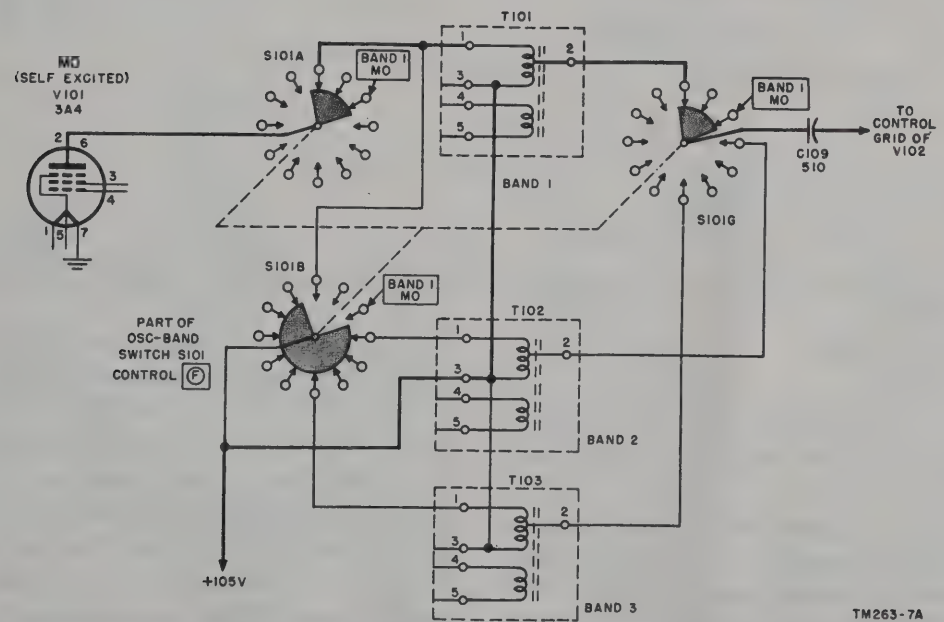

Figure 71. Mo (self-excited), switch sections S101A, S101B, and S101G, simplified schematic diagram.
(1) *Switch section S101A* (fig. 71). Section A of S101 determines which of the three plate circuit coils is to be used. Section A connects the plate of V101 to coil terminals 1 and 3 of transformer T101 (BAND 1) as shown by the weighted line in the figure.
(2) *Switch section S101B* (fig. 71). Section B of S101 shorts out the other unused plate coils so as to prevent interaction with the coil circuit being
(7) *Switch section S101G* (fig. 71). Section G of S101 connects the rf voltage from the plate coil in use to the control grid of voltage doubler V102.